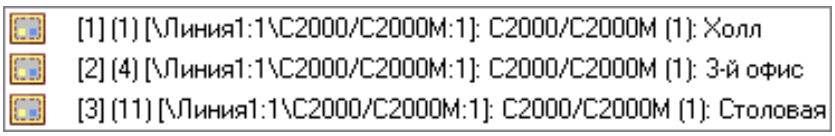

Рисунок 6-735 Зоны в составе приведенного в пример объекта
- Зоны (см. Рисунок 6-735):
- (4) «3-й офис»,
- (11) «Столовая»;